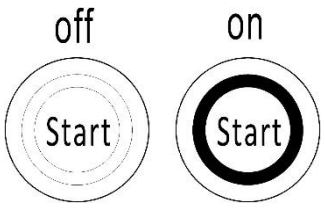

Fig.8: Button switch
Pull out the emergency button (Fig.1, 20), Press the button switch, and a green light will appear on the switch (Fig.8), type the password on pin-code panel and press √ button to start the truck. Truck can also be activated with RFID access card.
PSE12ND: Always lower the forks fully. Press the button, green LED ring is off (Fig.8), and press the emergency switch (20).